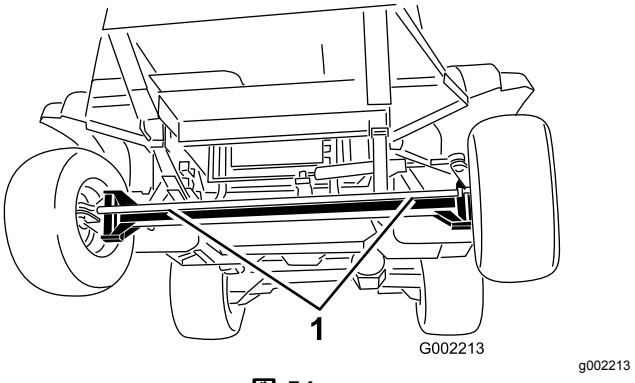
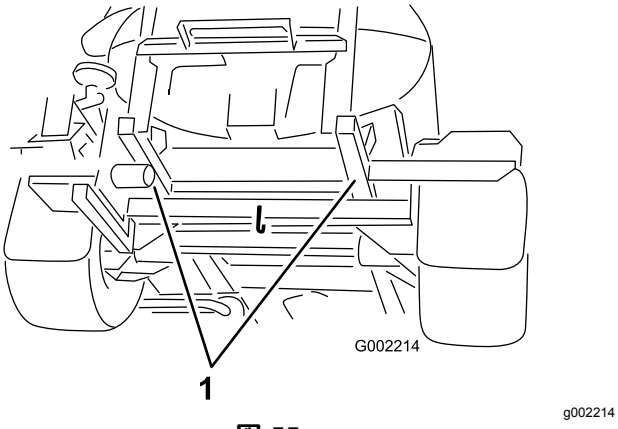

図 54
図 55
2. 牽引ロープを取り付ける車両前後のロープ掛けポイントについては図 54 と 図 55を参照。